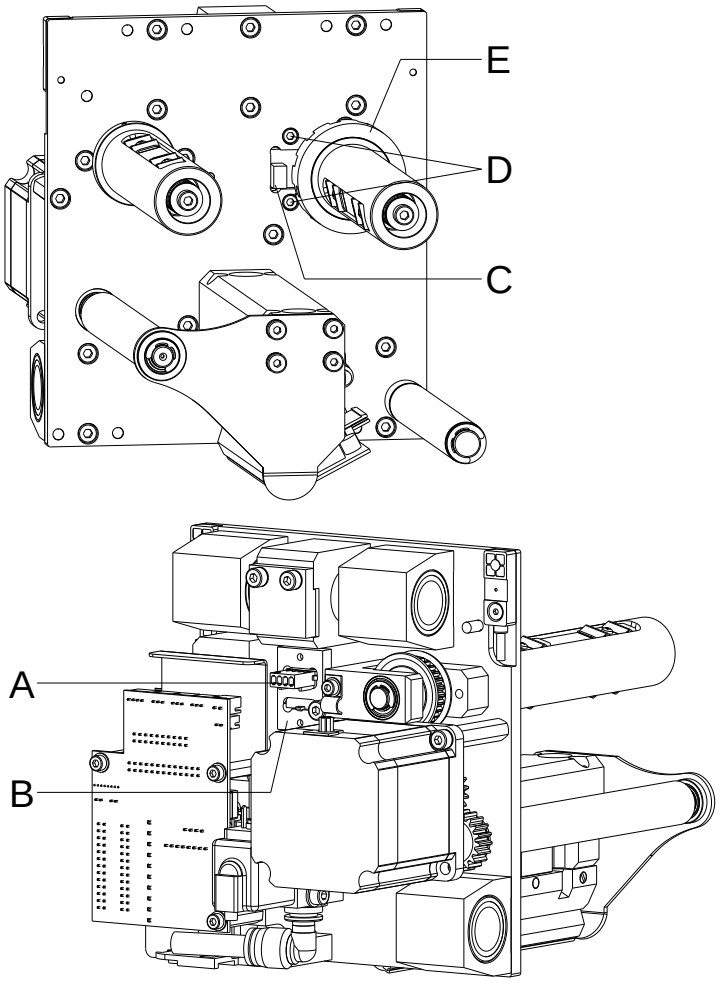

Abbildung 36
1. Neuen Drehgeber (C, Abbildung 36) in den Halter (B, Abbildung 36) drücken.
2. Drehgeber (C, Abbildung 36) mit Halter (B, Abbildung 36) von hinten in den Druckschlitten platzieren.
Halter (B, Abbildung 36) so befestigen, das die kleinere (NICHT die größere) Gabel des Drehgebers (C, Abbildung 36) in die Schaltrolle (E, Abbildung 36) der Transferband Abwicklung eintaucht.
3. Zwei Schrauben (D, Abbildung 36) festziehen.
4. Rückseitigen Steckverbinder (A, Abbildung 36) in den Drehgeber (C, Abbildung 36) stecken.